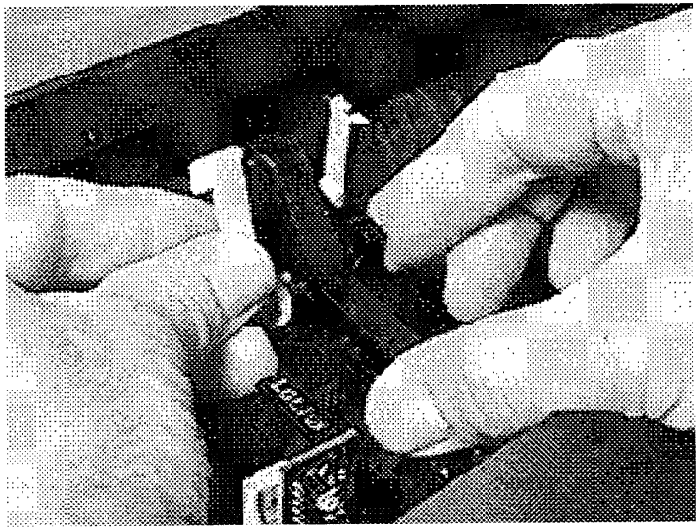

Рис. 4-23 **Снятие рычага и кулачка**
3. Нажмите на защелку вверх с наклоном вправо, и одновременно вытаскивайте нижнюю часть рычага влево (рис. 4-23).
5. Сожмите каретку и вставьте в нее рычаг с кулачком (рис. 4-23).